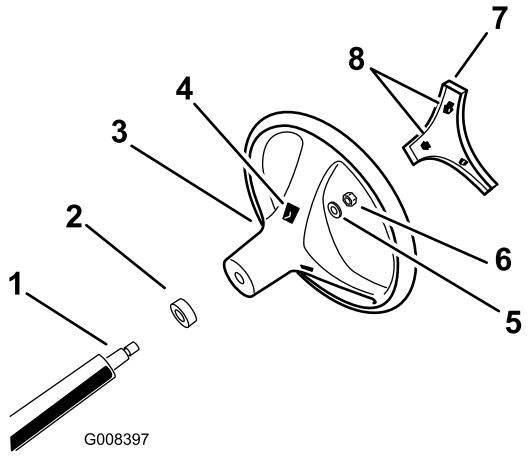

Figur 3
1. Gå igenom öppningarna baktill på ratten och lossa spärrhakarna som fäster mittkåpan och ta bort kåpan från ratten (Figur 3).
2. Ta bort låsmuttern och brickan från styraxeln (Figur 3).
3. Rikta in ratten mot räfflorna på ratten på styraxeln (Figur 3).
4. Montera brickan och låsmuttern på styraxelns gängor (Figur 3).
6. Rikta in mittkåpans spärrhakar mot öppningarna i ratten och tryck in kåpan i ratten tills spärrhakarna knäpps på plats (Figur 3).